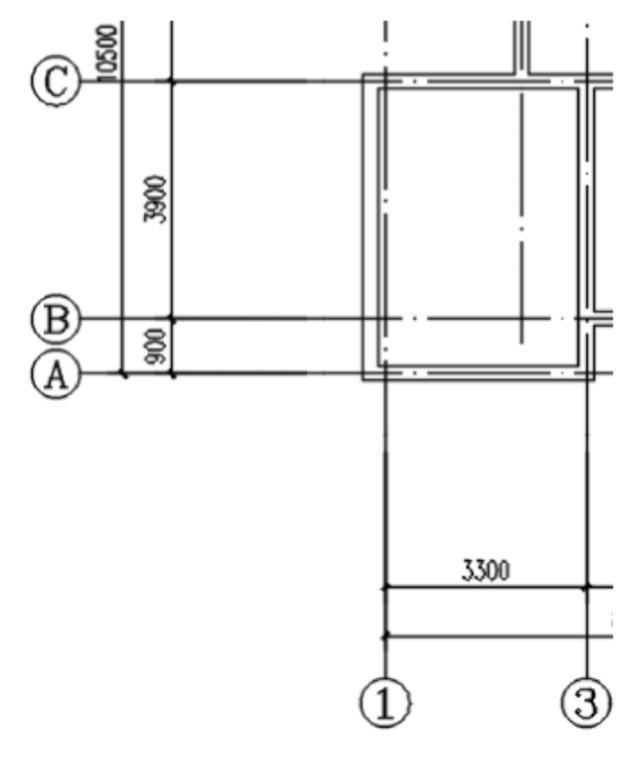

图 3-40 边线对齐
边线对齐如图 3-40 所示。
(1) 单击菜单中“墙体”→“边线对齐”命令，将轴线①上的墙体向左侧移动一个墙体宽度，如图 3-40 所示，命令行提示如下。